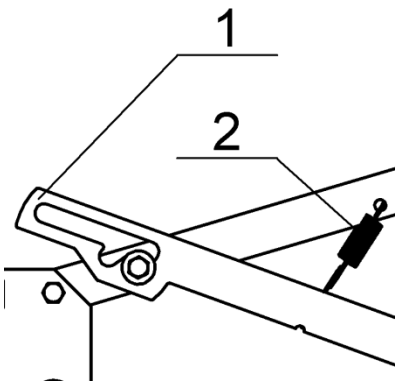

Rys.8. Blokada sekcji wysiewającej
Sekcje wysiewające są połączone z ramą za pośrednictwem równoległoboków przegubowych. Taki system połączenia pozwala na swobodne kopiowanie powierzchni terenu podczas siewu przy zachowaniu dużej swobody pionowych przemieszczeń. W położeniu transportowym wychylenie sekcji do dołu jest blokowane listwą (poz.1.Rys.8) podwieszoną na sprężynie (2). W celu zwolnienia blokady należy unieść sekcję do góry i wyciągnąć sprężynę z wycięcia mocującego. Zabezpieczenie zwalnia się automatycznie. Następnie należy opuścić sekcje do położenia roboczego.
Rozgarniacze brył, znajdujące się przed każdą sekcją powinny być ustawione tak, aby dolne krawędzie skrzydełek znajdowały się około 10 mm nad powierzchnią pola. Regulację należy wykonać poluzowując przeciwnakrętkę (1) i śrubę (2) (Rys.8) umieszczoną po prawej stronie uchwytu. Po wykonaniu regulacji śrubę blokującą należy ponownie dokręcić i zablokować przeciwnakrętką.